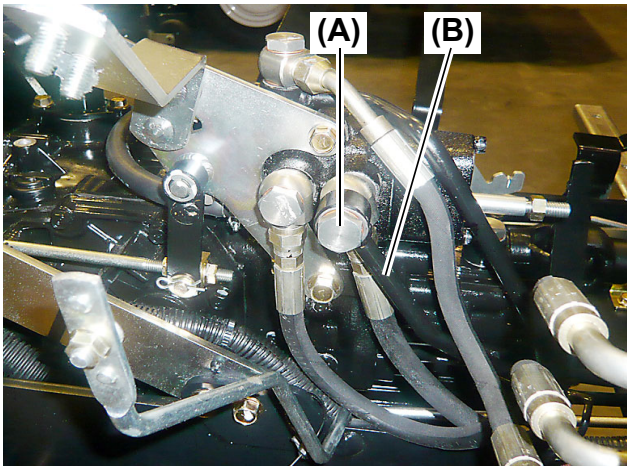

Fig. 8
11. Remove the ball joint bolt securing the power steering high pressure pipe **(Fig. 8, (B))** to the power pump.
12. Install the ball joint bolt back into the high pressure pipe **(Fig. 8, (B))**.
13. Remove the power steering high pressure pipe from the steering valve assembly **(Fig. 8, (B))**.